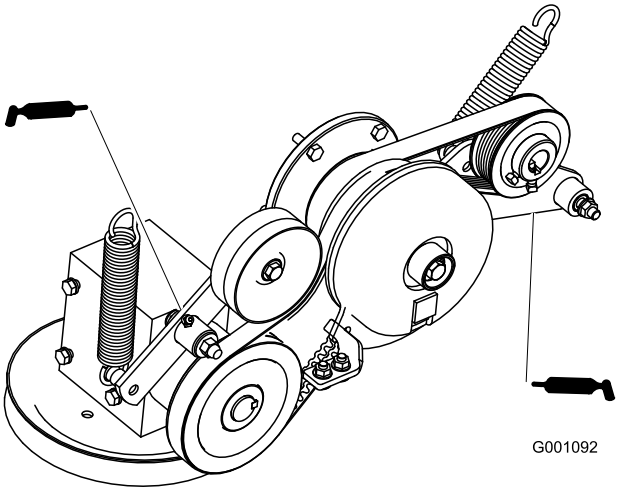

**Figuur 26**
6. Smeer de arm van de spanpoelie van de drijfriem van de aftakas (Figuur 26).
7. Smeer de arm van de riemspanpoelie van de pomp (Figuur 26).